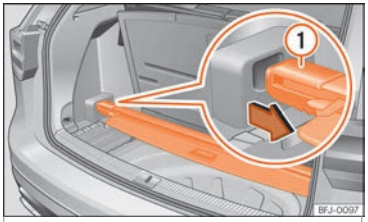

Fig. 120 Sous le plancher du coffre à bagages : ranger la plage arrière du coffre à bagages.
- Placez le plateau du coffre à bagages prévu à cet effet ››› fig. 120.